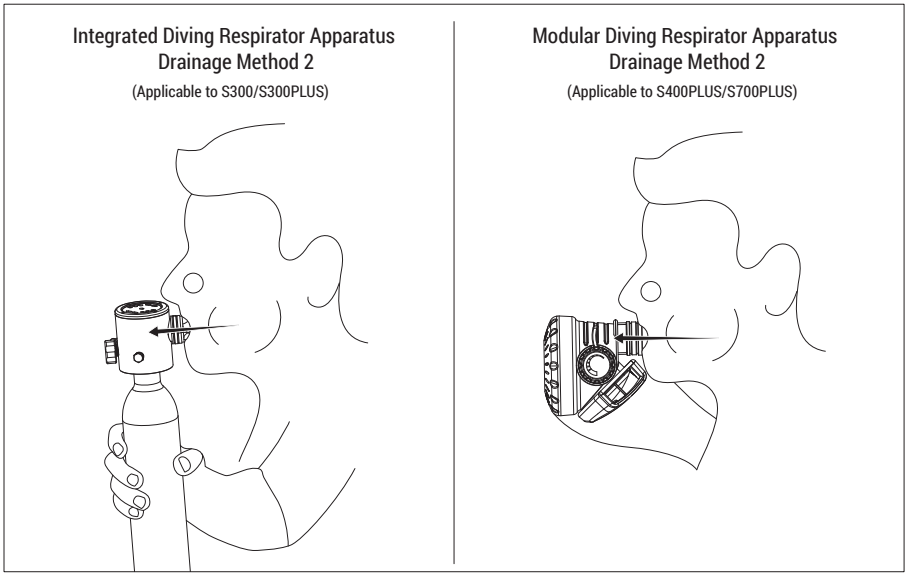

Figure 4.2.2
d) Method 2: Fully cover the mouth around the Respirator mouthpiece, bite down on the mouthpiece's bite pad, and exhale 2-3 breaths inward to ensure all water is expelled from the integrated valve or second-stage regulator. After that, you can begin normal Respirator. For detailed operation, refer to Figure 4.2.2.